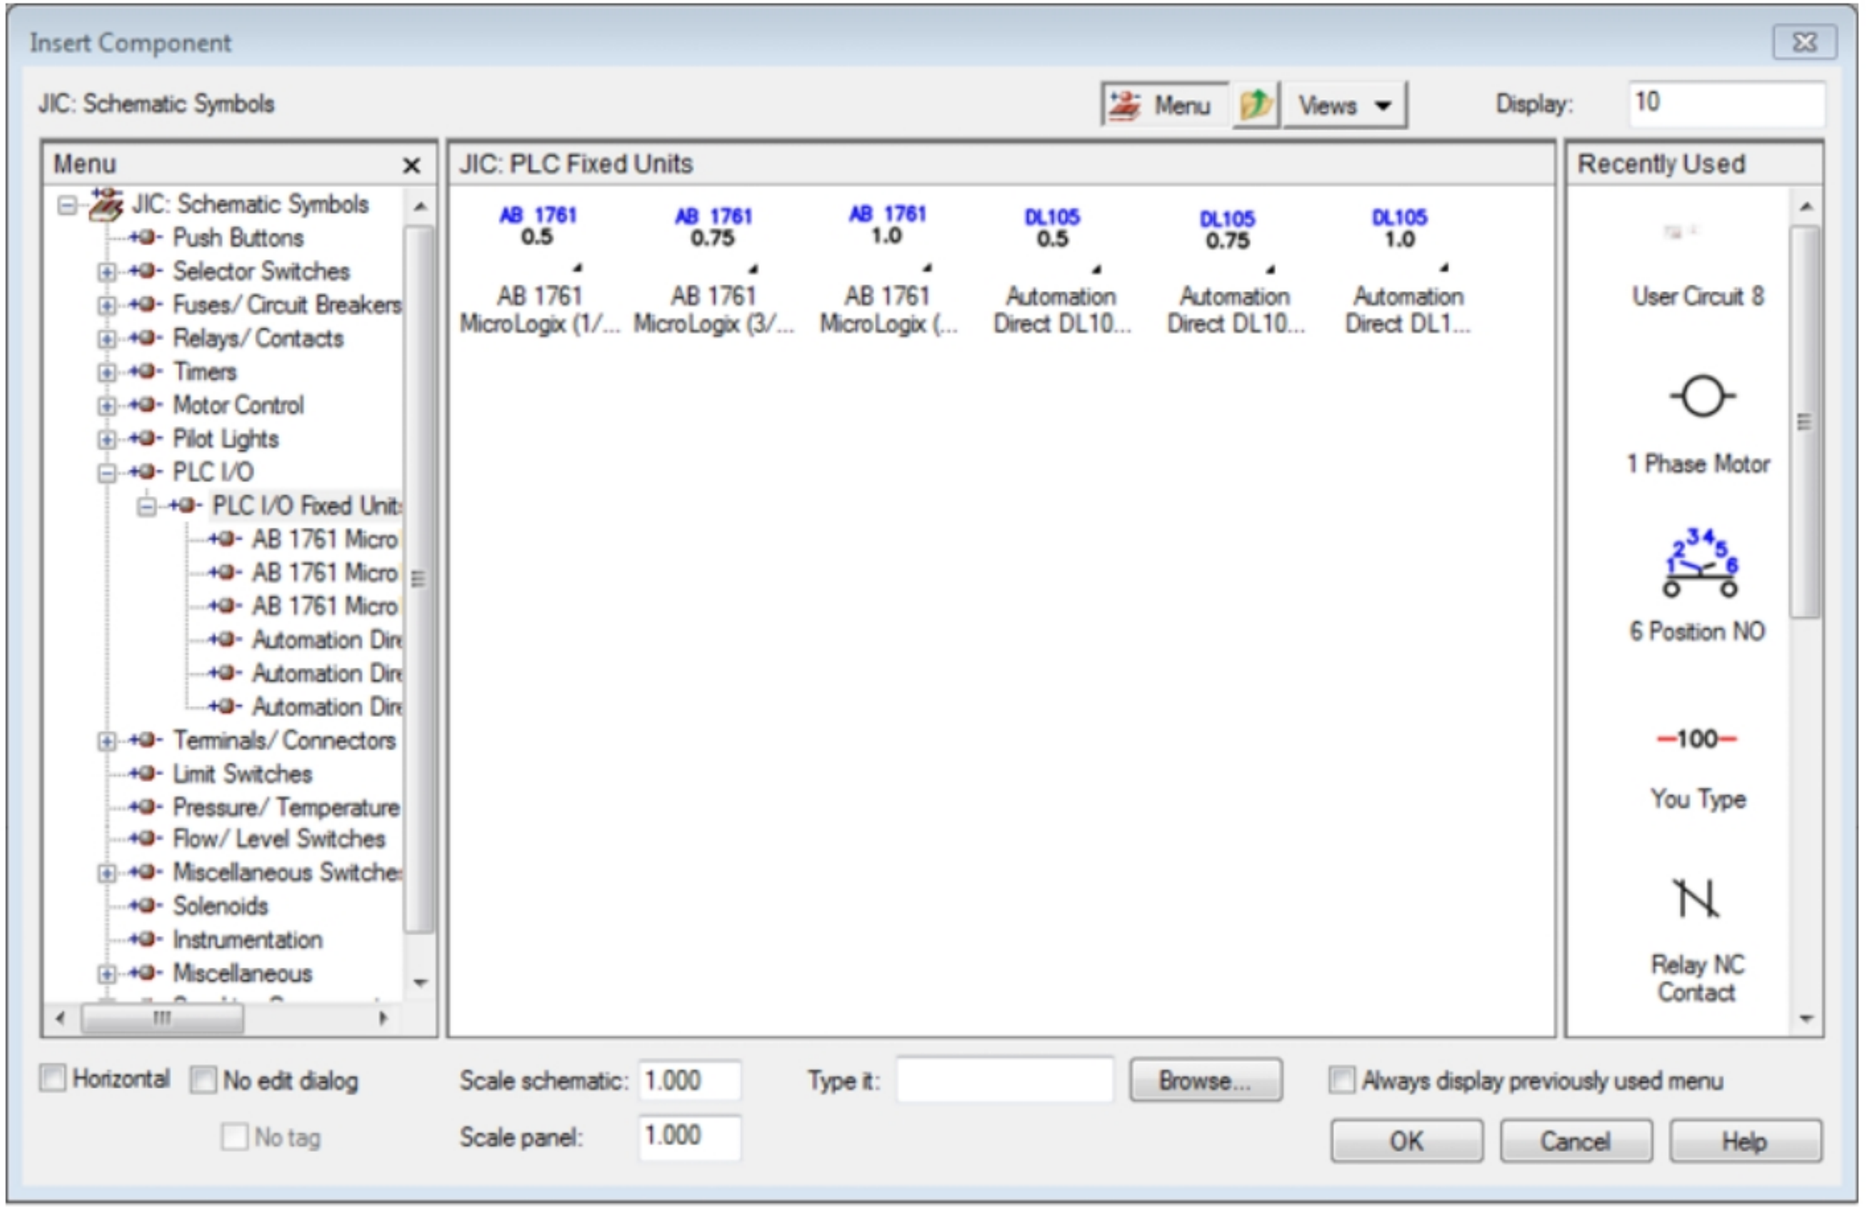

Figure-7. Insert Component dialog box
- Click on the **Insert PLC (Full Units)** tool from the **Insert PLCs** drop-down. The **Insert Component** dialog box will be displayed with the PLC components; refer to Figure-7.